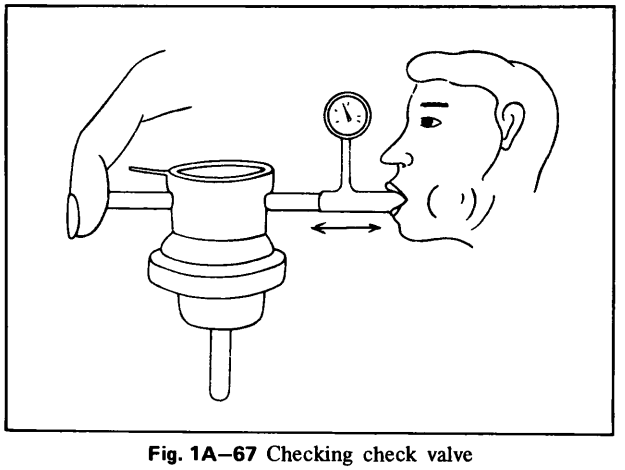

Fig. 1A–67 Checking check valve
2. Blind one end of the check valve by hand, and install the pressure gauge to the other end as shown in Fig. 1A–67.